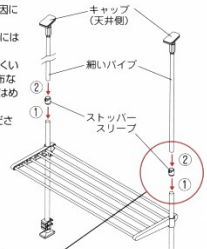

図3
①ストッパースリーブから長さ固定ネジをはずします。(はずさないと細いパイプが通らなかったり、キズの原因になります)
②ストッパースリーブを太いパイプにはめ込んでください。(図3参照)